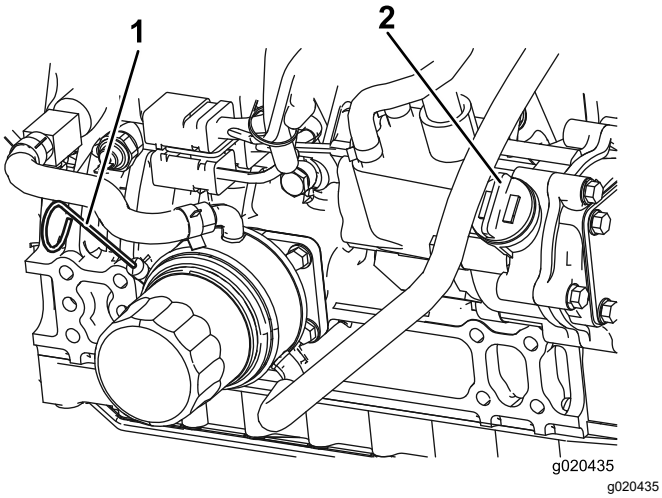

Figura 88
O nível de óleo deve encontrar-se na zona de segurança (Figura 88).
4. Se o nível de óleo se encontrar abaixo da zona de segurança, deverá retirar a tampa de enchimento (Figura 88) e adicionar óleo até que o nível atinja a marca Cheio.